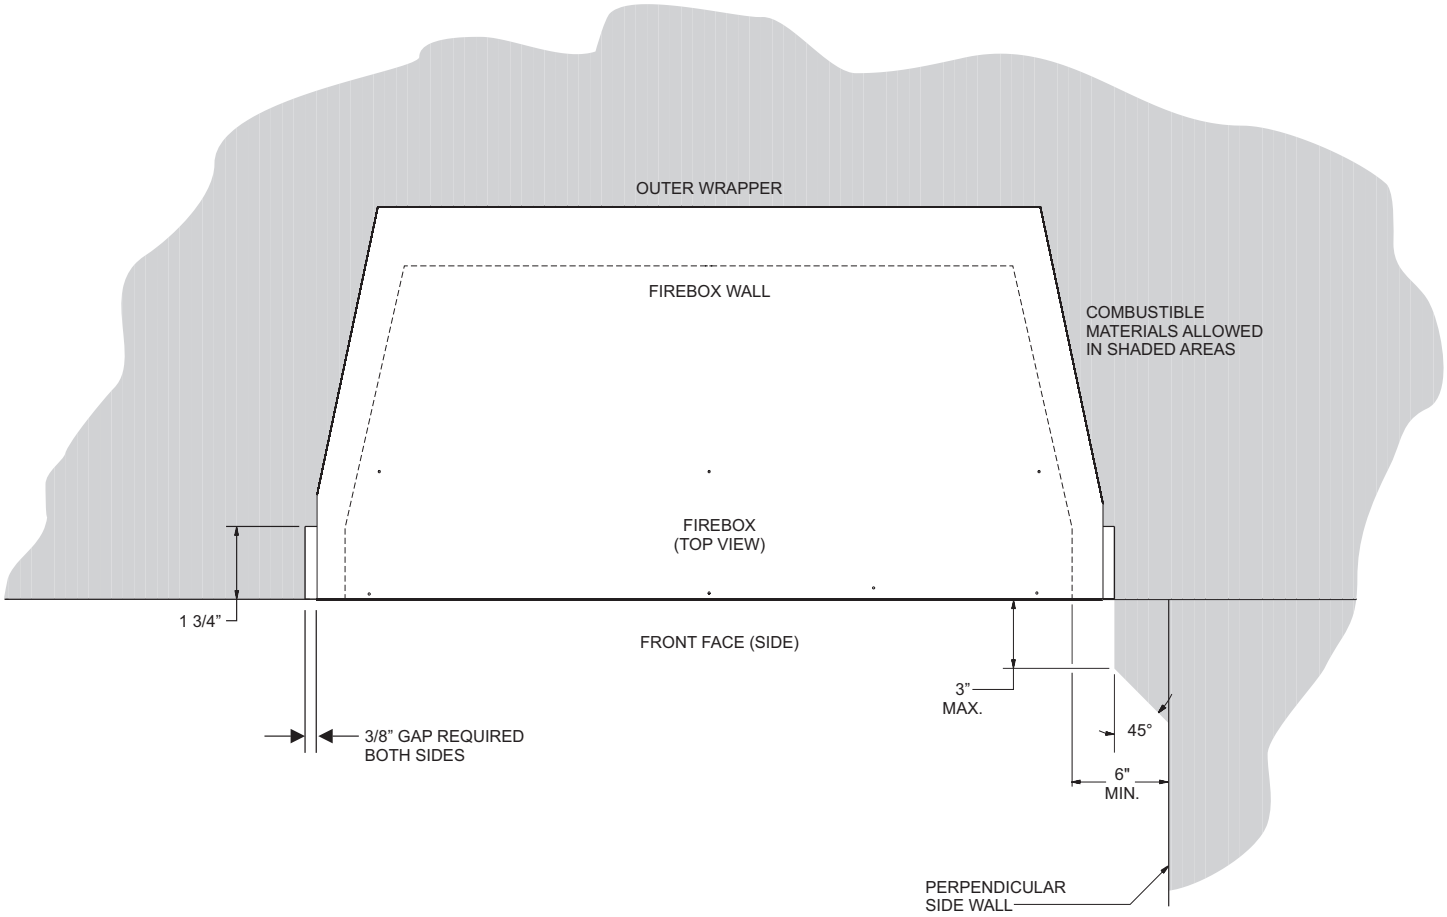

**Figure 2**
**Sidewall Clearances:** The clearance from the inside of the firebox to perpendicular combustible side wall should not be less than 6 inches. **See Figure 2.**